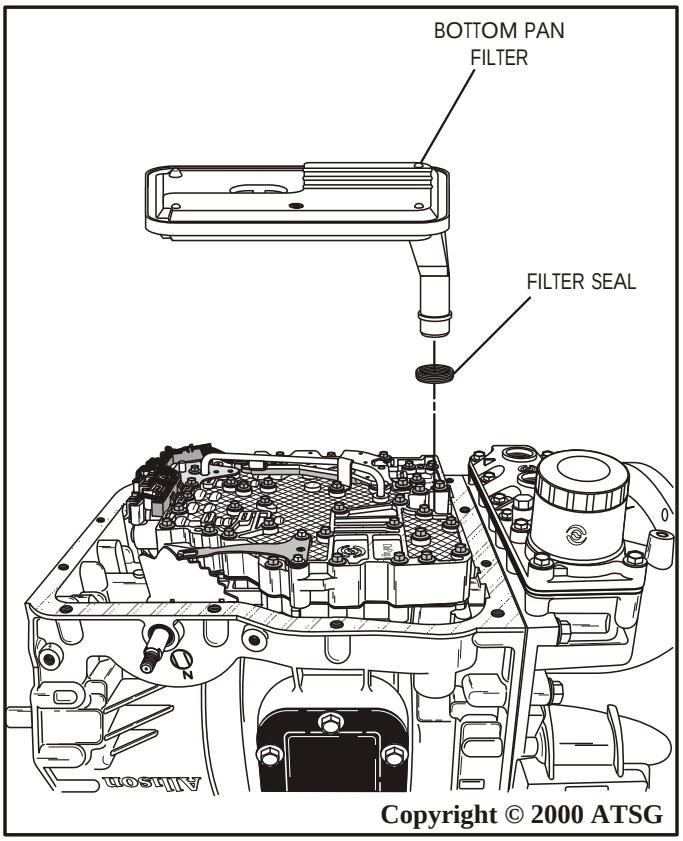

Figure 174
60. Install a new bottom pan filter and filter seal in transmission, as shown in Figure 174. ***Note: Lubricate the filter seal with a small amount of TransJel® before installation.***